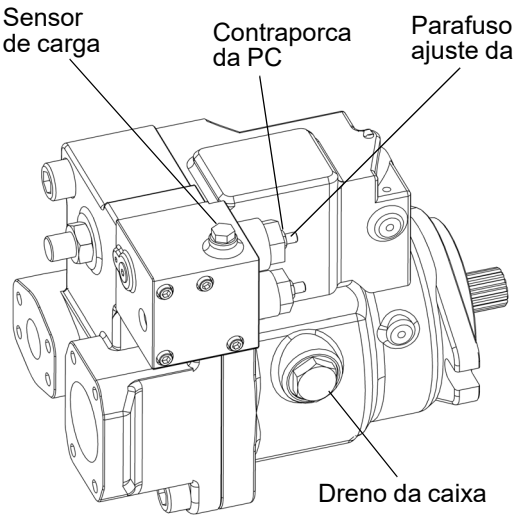

FIGURA 2-22
2. Se a leitura da pressão estiver abaixo do ajuste da Pressão máxima da bomba, levante o parafuso da compensação da pressão (PC) conforme mostrado na Figura 2-22. Solte a contraporca M8 e use uma chave Allen de 4 mm para acertar o ajuste. O giro no sentido horário aumenta o ajuste e cada volta gera um ganho de 100 bar (1450 psi).
3. Aumente o ajuste do compensador de pressão (PC) até que a Pressão de alívio principal (Tabela 2-5) seja atingida no manômetro. Deve haver um silvo audível na linha de alívio principal e na linha de retorno de volta ao tanque hidráulico com a sensação de que há uma grande fluxo de óleo para o tanque. Isto significa que o ajuste do alívio principal foi atingido.
2. Dê partida no motor e ative o joystick do guincho. Ajuste a válvula de ajuste da compensação de pressão (PC) (Figura 2-22) no sentido anti-horário para medir a pressão correta. Consulte a Tabela 2-5 sobre a leitura correta da pressão máxima da bomba.